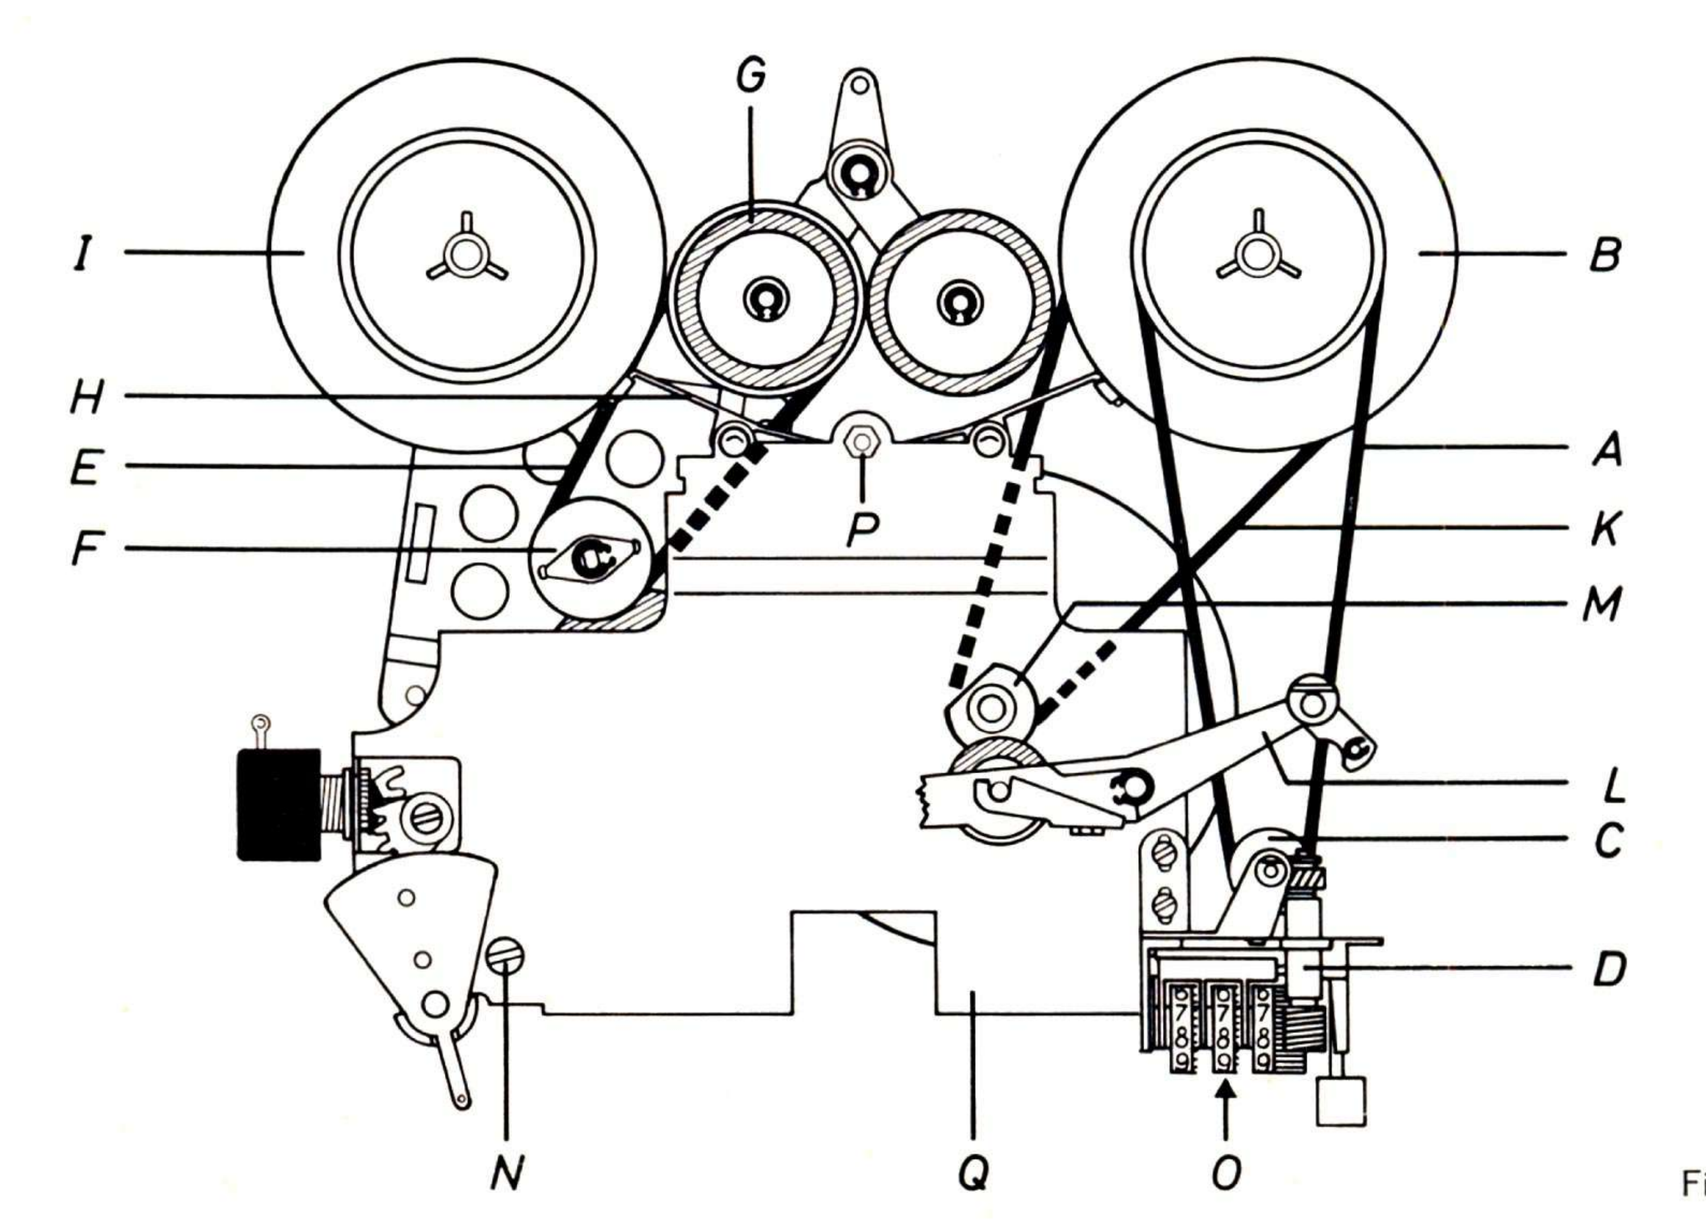

Fig. 12
1.6 Auswechseln der Antriebsriemen (siehe Abb. 12)
1.6 Replacing the Driving Belts (see Fig. 12)
1.6 Echange des courroies d'entraînement (voir fig. 12)